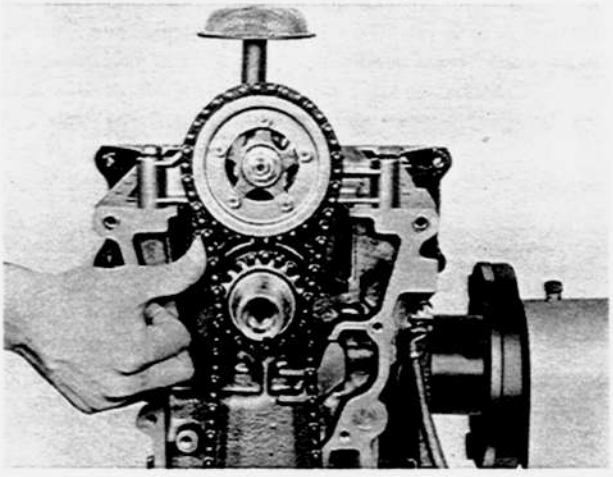

Fig. 1–57 Checking of oil pump drive chain
3. Tighten the oil pump nut and check the slack of the oil pump chain by pressing with a finger as shown in Fig. 1–57.